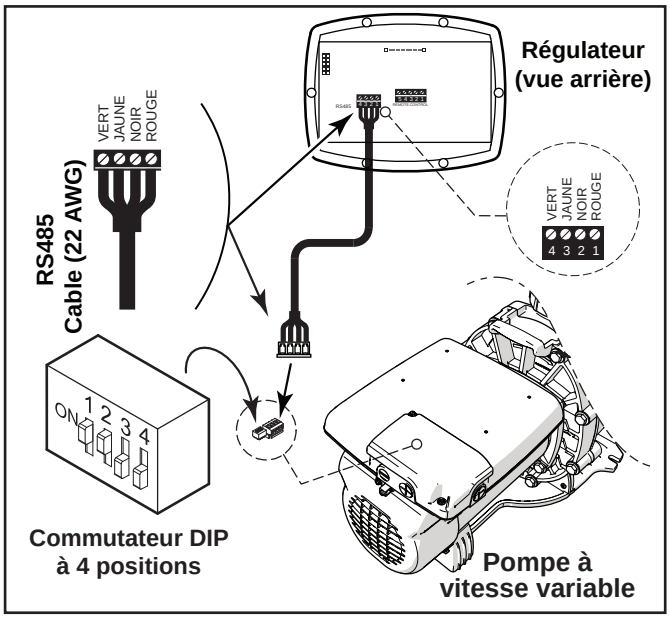

Figure 4. Raccordement du régulateur à la pompe à vitesse variable
5. Attacher les quatre (4) fils dans le câble RS-485 au connecteur RS-485. S'assurer que les couleurs correspondent aux positions sur le connecteur. Voir la Figure 4.
7. Configurer l'ensemble de commutateurs DIP pour le régulateur de la pompe avec le 1 et le 2 à la position ON (activé) et les 3 et 4 à la position OFF (désactivé). Voir la Figure 4.
Pour l'ePump™ et la pompe VS-FHP2.0, le commutateur DIP à 4 ou 5 positions est situé à l'arrière de la pompe, comme illustré dans les figures 4 et 5.